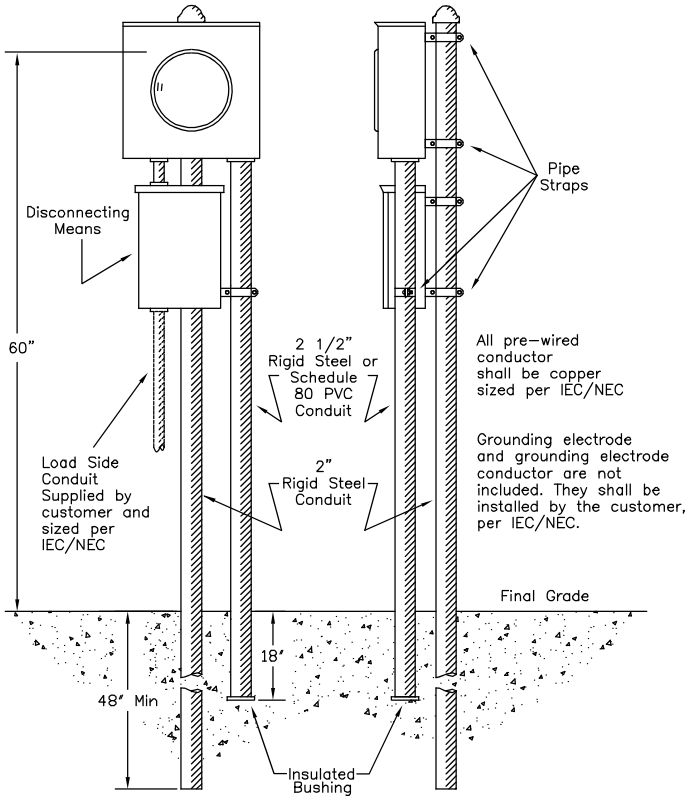
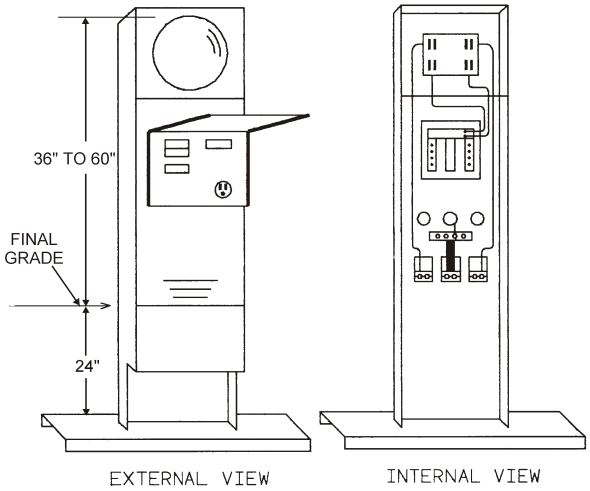
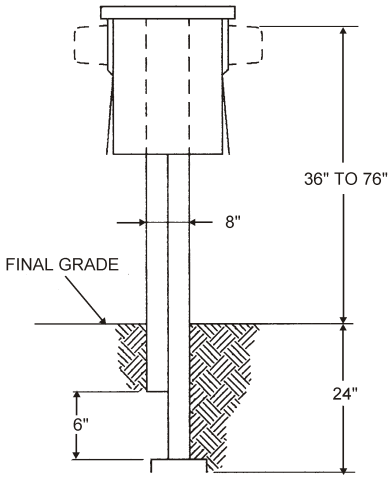

Figure 1 - Typical Post Type Installation
Figure 2
Figure 3
1.1 The pedestal shall be level and securely mounted on a concrete pad or to a post type mounting structure satisfactory to the Company. Mounting post, on post mounted pedestals, shall have a minimum of 4 feet underground (See Figure 1). Where a portion of the pedestal channel is used as the mounting post, the channel shall have a stabilizer at the bottom and be buried a minimum of 2 feet below final grade level (See Figure 2 and Figure 3).